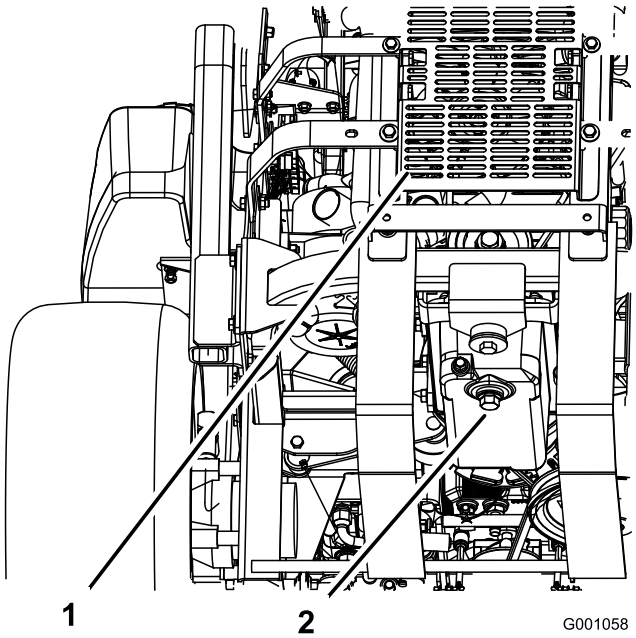

**Figuur 47**
5. Plaats een opvangbak onder de aftapplug. Verwijder de aftapplug en laat alle olie weglopen (Figuur 47).